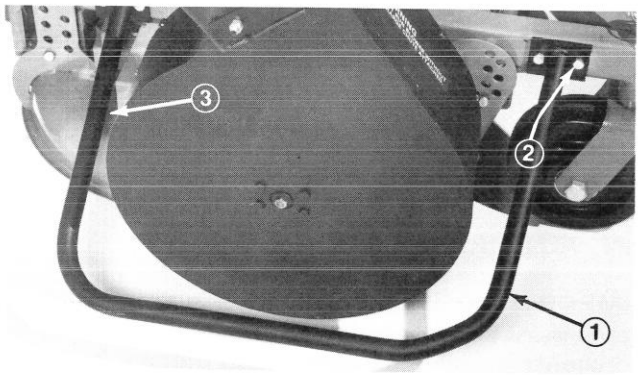

Figure 22
1. Place cutting unit in highest position. Refer to Cutting Unit Operator's Manual. Position the bumper as far forward on the cutting unit carrier frame as possible and still allow full deck flotation. Avoid interference with belt cover. Mark and drill (4) 13/32" dia. holes.
2. Bolt bumper in place with four 3/8-16 x 1 in. capscrews and locknuts (Fig. 22).